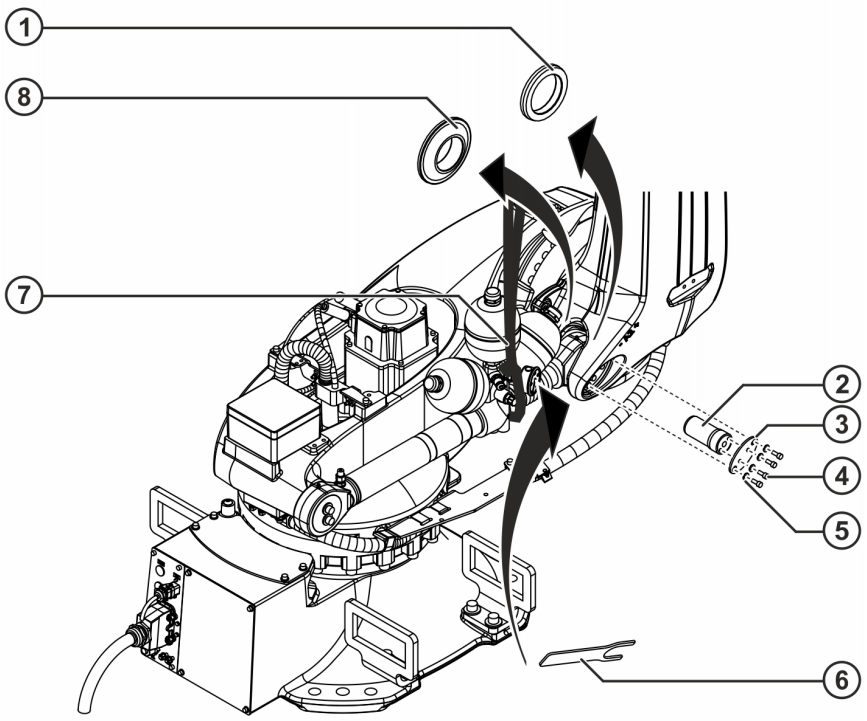

Fig. 8-20: Counterbalancing system, pin
11. Move the link arm until the counterbalancing system can be inserted into the link arm. At the same time, move the element securing the link arm accordingly (>>> *Fig. 8-20*).